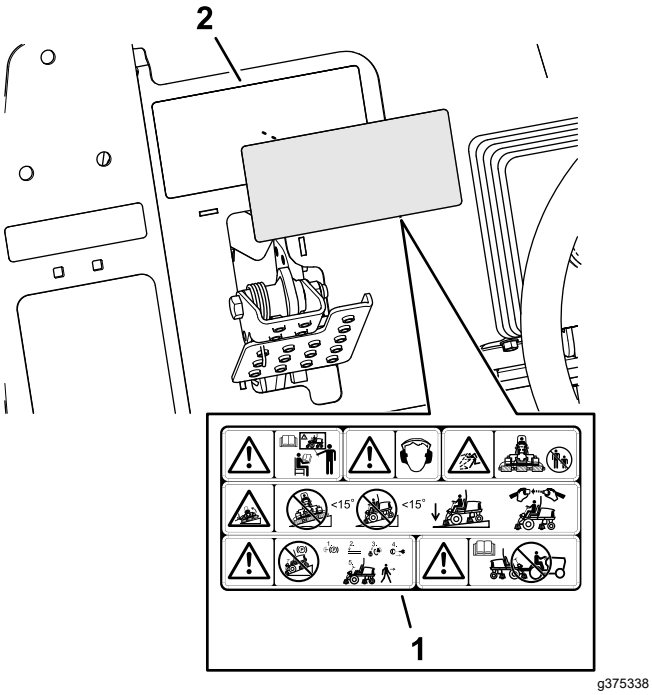

**Figuur 39**
1. Gebruik schoonmaakalcohol en een schone doek om het oppervlak van waarschuwingssticker 133-2930 schoon te maken, en laat de sticker drogen (Figuur 39).